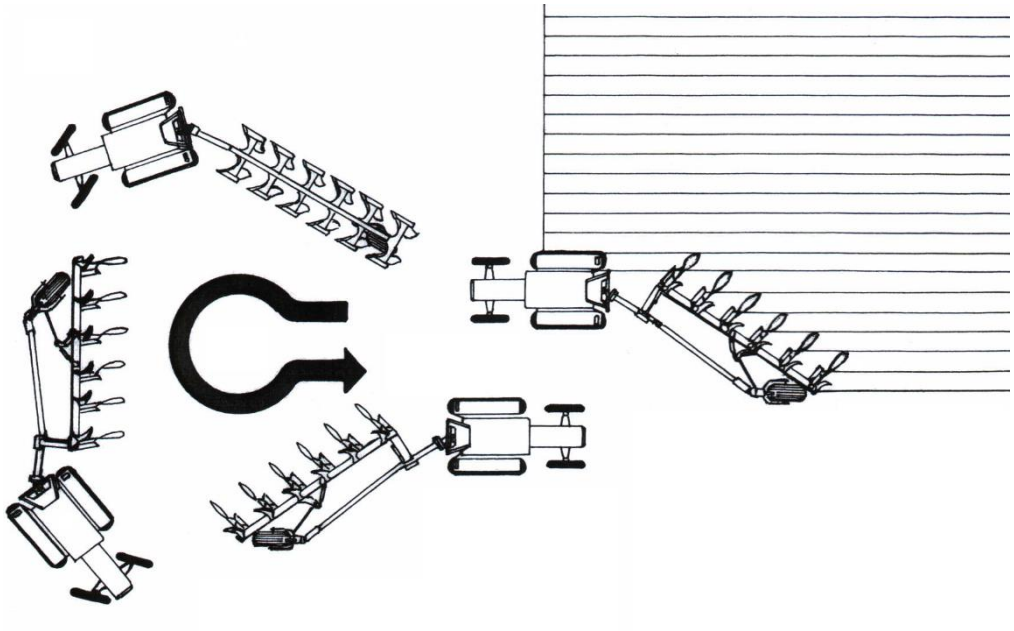

*Rysunek:9*
- zacznij obrót pługa niezwłocznie po wyjściu wszystkich korpusów z ziemi *Rysunek 9*